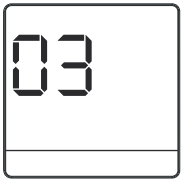

Rysunek 4.4
① Aby przejść do ekranu konfiguracji parametrów pilota, naciśnij jednocześnie przyciski i i przytrzymaj je wciśnięte przez 5 sekund (patrz Rysunek 4.4).